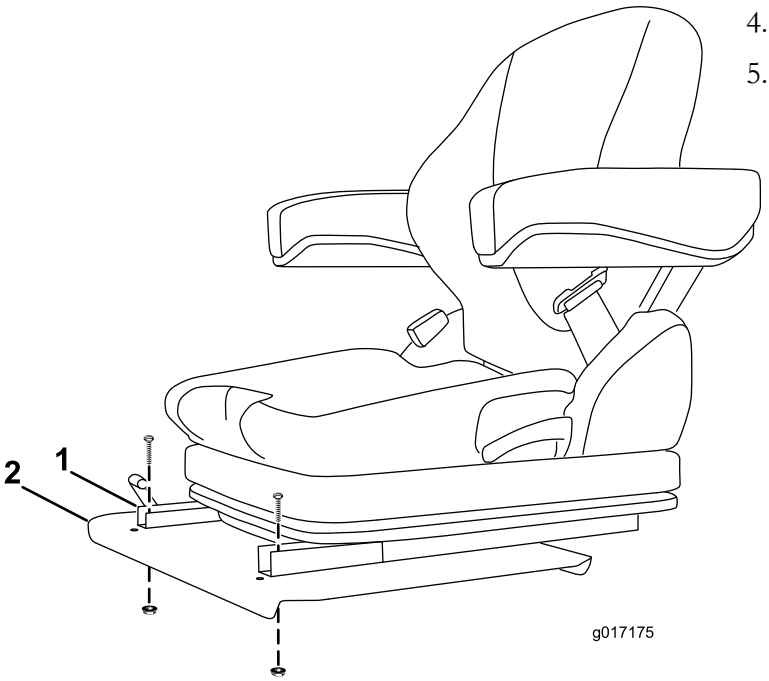

Figur 9
2. Monter forenden af hver sædeslæde på sædepladen med en bolt og flangemøtrik (Figur 9).